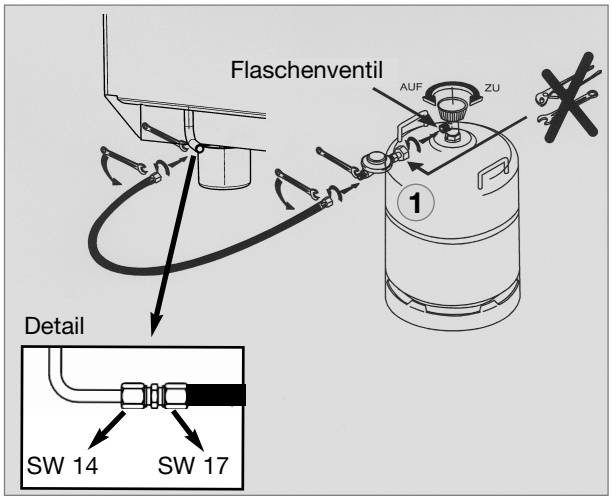

Abb. 3
- Ein fest eingestellter Druckregler **(1)**, Abb. 3, (Druckminderer) muss in der Zuleitung zum Gerät installiert sein. Der Kühlschrank darf mit keinem anderen als dem auf dem Typenschild angegebenen Druck betrieben werden.